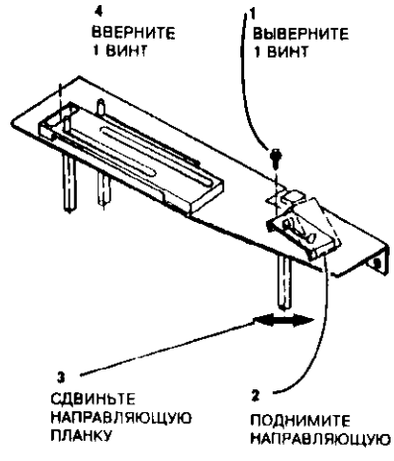

Рисунок 4. Регулировка положения верхнего конца передней подравнивающей планки
1. (Рисунок 4) Поднимите верхнюю направляющую передней планки. Изменяя положение шестерни, добейтесь идентичности положения верхнего и нижнего концов подравнивающей планки. Если положения захватов выровнять нельзя, снимите нижнюю направляющую передней планок и установите новое положение нижнего захвата.